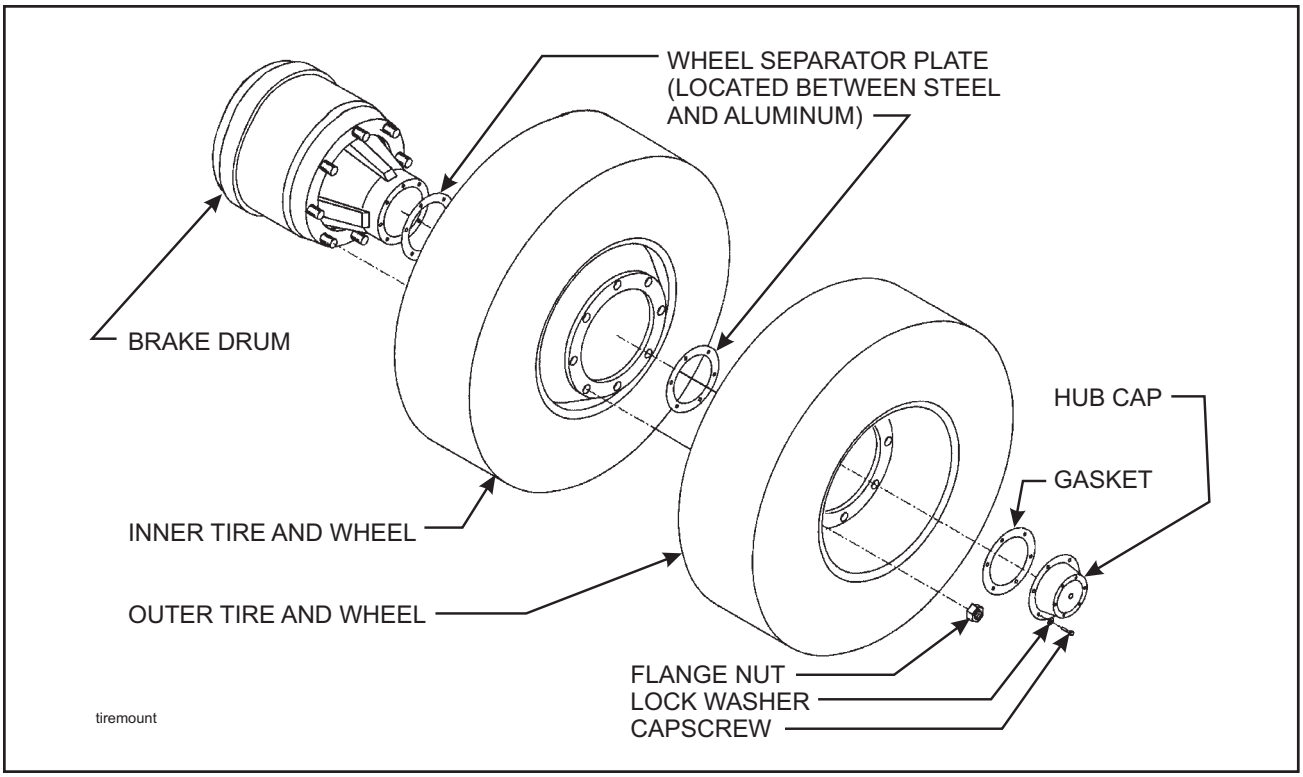

Figure 4-19 Mounting Tires and Wheels
4-9.4 For aluminum wheels, often a separator plate is used **(See Figure 4-19).** The separator plate is approximately .040" thick. It is placed between the drum and the wheel, or between two wheels in dual applications. The separator plate is recommended in severe applications where corrosion and/or wear have been identified. Aluminum wheels benefit from use of the separator plate. Care must be exercised in centering the separator plate prior to torquing, and stud length must be checked as each plate is approximately .040" thick.
a. Make sure that all mounting surfaces are clean and free of rust, dirt or paint. A wire brush may be used to clean these surfaces **(See Figure 4-19).**